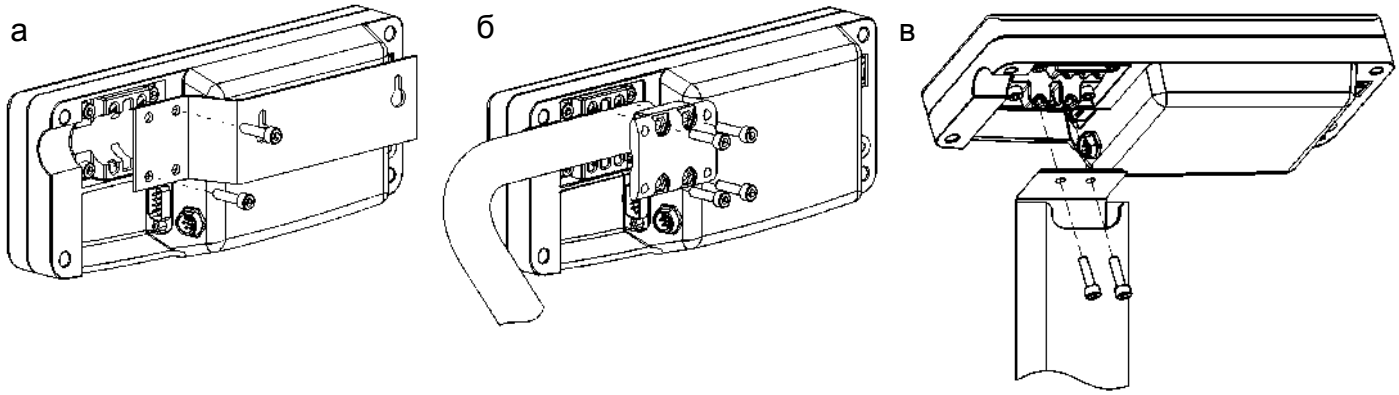

Рис. 5.5 - Варианты крепления устройства индикации:
- подсоединить двумя винтами М5х20 кронштейн к устройству индикации (Рис. 5.5а);
- закрепить устройство индикации на стойке кронштейном, затянув четыре винта М5х30 с небольшим усилием (Рис. 5.5б). Излишек кабеля заправить в стойку со стороны устройства индикации;
- закрепить двумя винтами М5х20 устройство индикации на стойке (Рис. 5.5в). Излишек кабеля заправить в стойку.
- закрепить двумя винтами М5х20 устройство индикации на стойке (Рис. 5.5в).